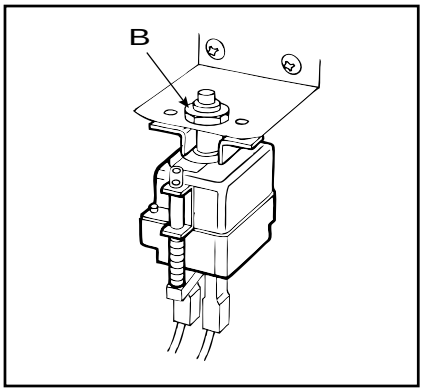

fig. 8
3) Retirer les fils des thermostats et desserrer la fixation (**B** - fig. 8) du thermostat de sécurité ou les vis du thermostat de cuisson fixé à l'arrière du panneau de commande;